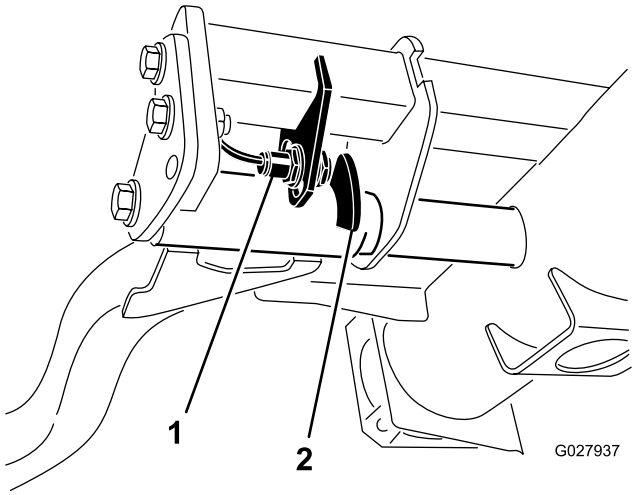

**Figuur 34**
2. De schakelaar van de hefarm bevindt zich onder de hydraulische tank achter de hefarm rechts voor (Figuur 34).
3. Draai de bevestigingsschroeven van de schakelaar los (Figuur 34) en zet de schakelaar lager om de draaihoogte van de hefarm te verhogen of hoger om de draaihoogte te verlagen. Draai de bevestigingsschroeven vast.